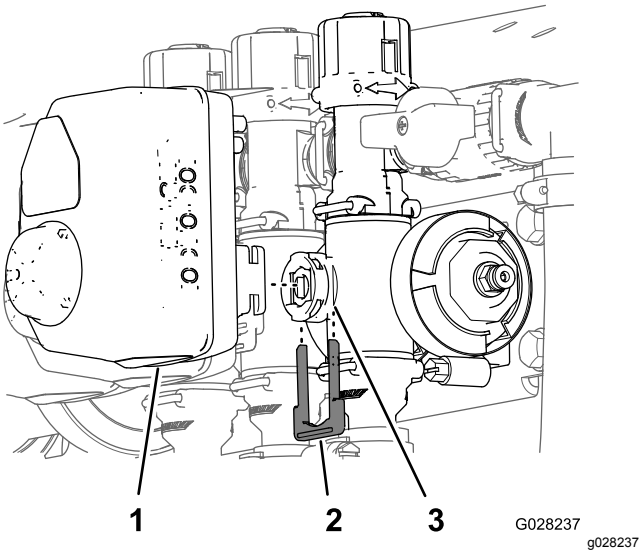

Figuur 61
3. Verwijder de borgclip waarmee de actuator bevestigd is aan de verdelerklep voor de gebruiksdosis, de mengklep, de hoofdklep of de klep van de spuitboom (Figuur 61).